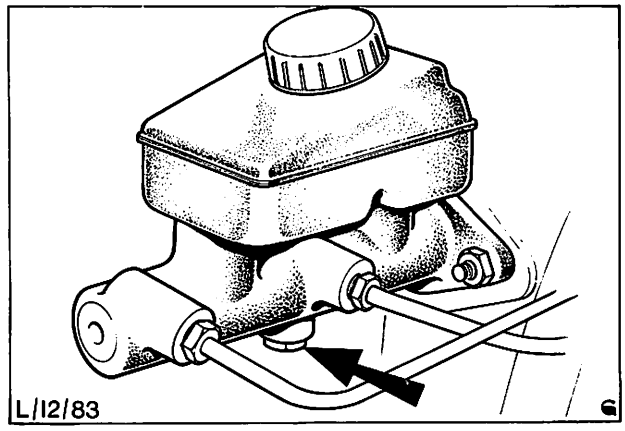

Abb. 54 Kolbenanschlagschraube
3. Anschlagschraube im Unterteil des Hauptzylinders herausdrehen, Abb. 54.